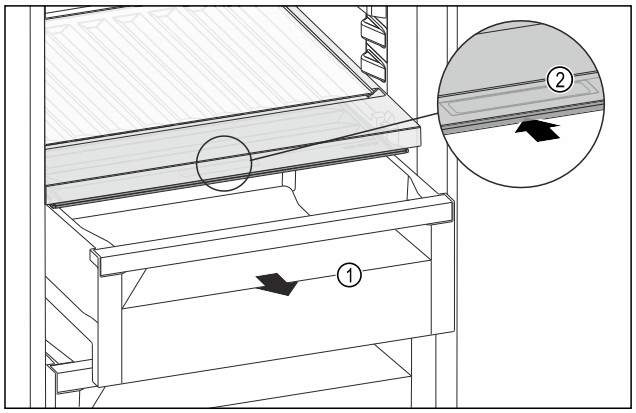

Fig. 121
▶ Pull out the drawer *Fig. 121 (1)*.
▶ Grasp the recessed grip *Fig. 121 (2)* on the compartment lid and push the compartment lid backwards at the same time.